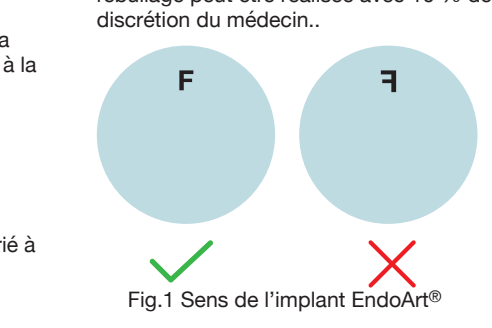

Fig.1 Sens de l'implant EndoArt®
14. Avant l'insertion, s'assurer que l'implant est dans le bon sens : La lettre « (F) » qui se trouve sur la surface périphérique de l'EndoArt® devrait apparaître correctement (Fig. 1) ; dans le cas contraire, l'implant doit être retourné.